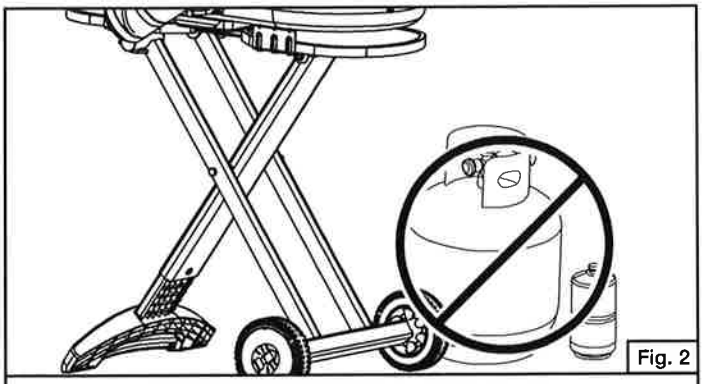

Fig. 2
- NEVER store a spare L.P. gas supply cylinder under the grill body or inside the grill enclosure or in the vicinity of any heat producing appliance. (Fig. 2)